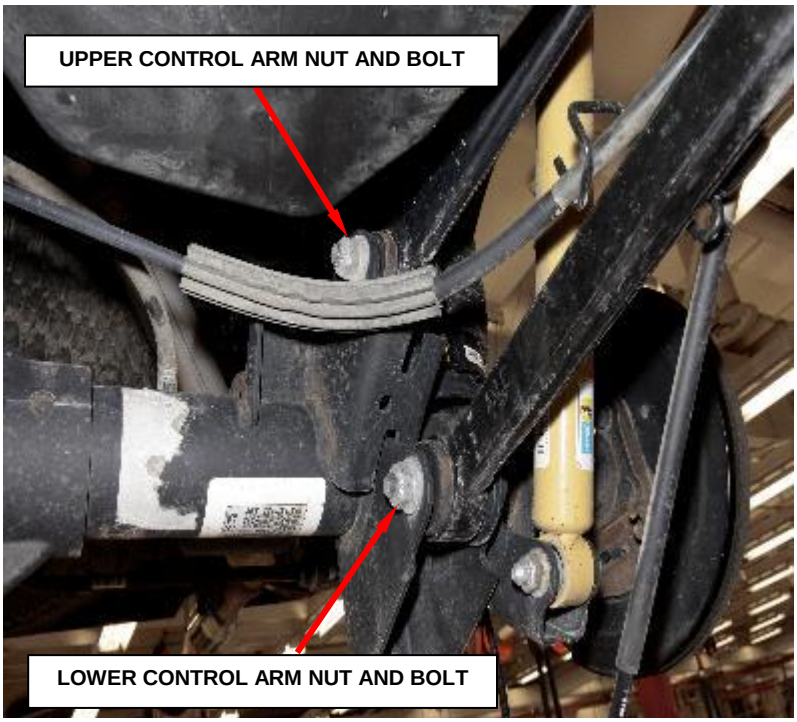

Figure 16 – Control Arm Bolts
19. Remove both the upper control arm to rear axle bolts, **DISCARD** nut and bolt, and position the upper control arms away from the axle (Figure 16).
20. Remove both the lower control arm to rear axle bolts, **DISCARD** nut and bolt, and position the lower control arms away from the axle (Figure 16).